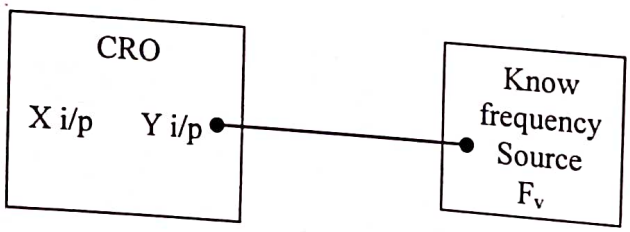

Fig. 1: Voltage Measurement and Frequency Measurement
1) The coupling switch is kept in AC position. The sine wave output of the function generator is connected to Y-input of CRO, as shown in fig.1 by adjusting the vertical amplifier sensitivity. The wave size on the screen is adjusted to get a sufficiently large display and without going beyond the limit of the screen.